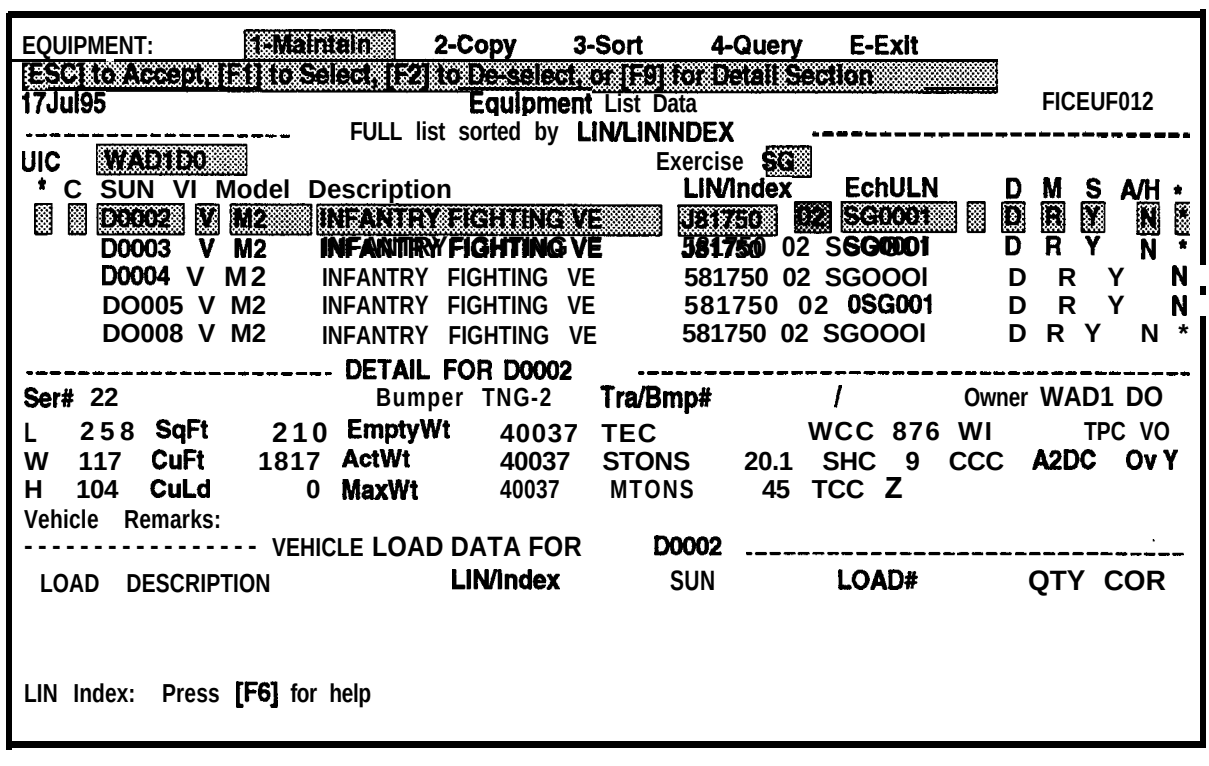
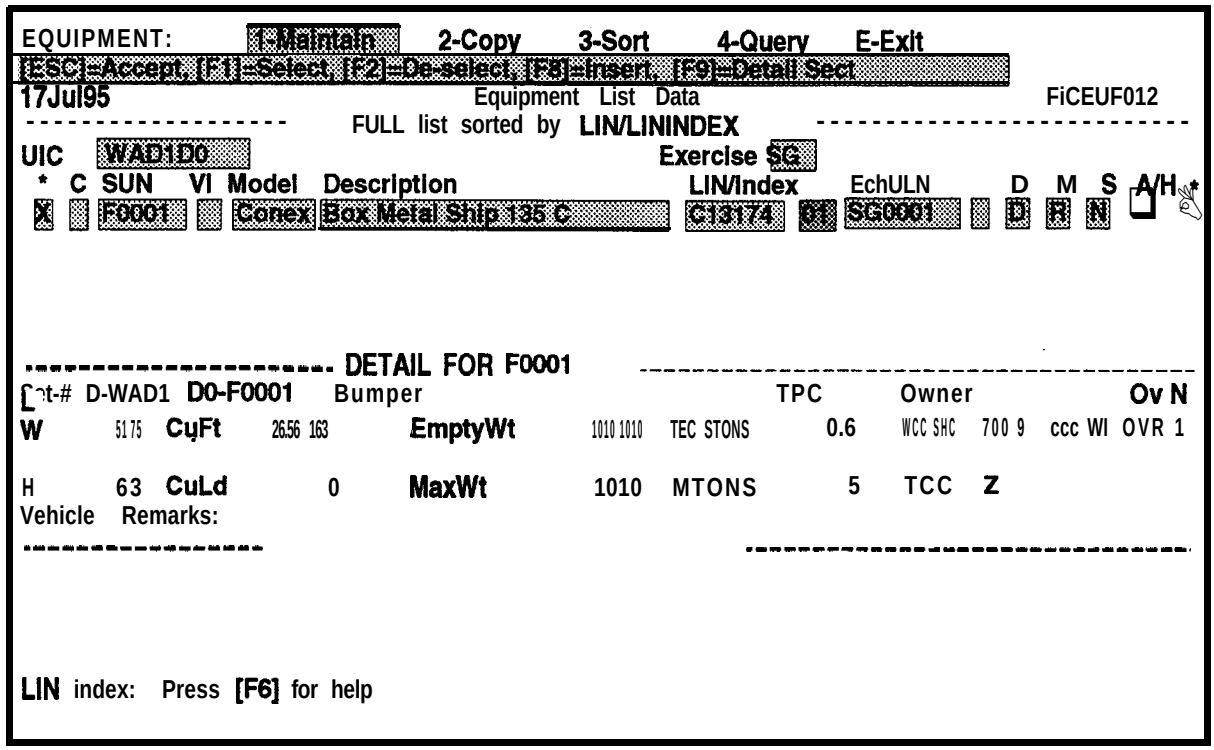

Figure 5-12. Full Copy Equipment List Data Screen for D Records
Figure 5-13. Full Copy Equipment List Data Screen for F Records
Note: The X in the column at the left side of the screen under the **UIC** field as shown in Figure 5-12 indicates the piece of equipment has been selected for inclusion in the new exercise.
(2) Select **the Maintain** option. An Equipment List Data screen, similar to the one shown in Figure 5-13, will be displayed. The first five pieces of equipment will
Note: The X in the column at the left side of the screen just under the **UIC** field as shown in Figure 5-13 indicates the pieces of equipment have been selected for inclusion in the new exercise.
Note: The Equipment List Data screen for **F Records** (Figure 5-13) does not have the Load section that was part of the Equipment List Data screen for **D Records** (Figure 5-12, page 5-27).